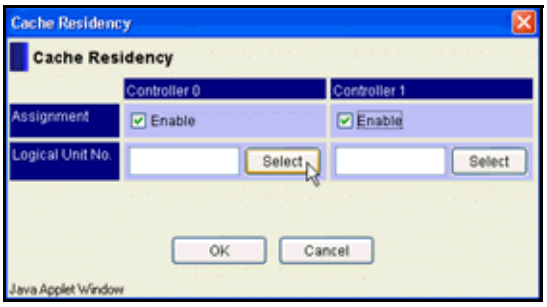

Figure 6-2: Cache Residency Dialog Box
1. Click **Set**. The Cache Residency dialog box appears, as shown in Figure 6-2.